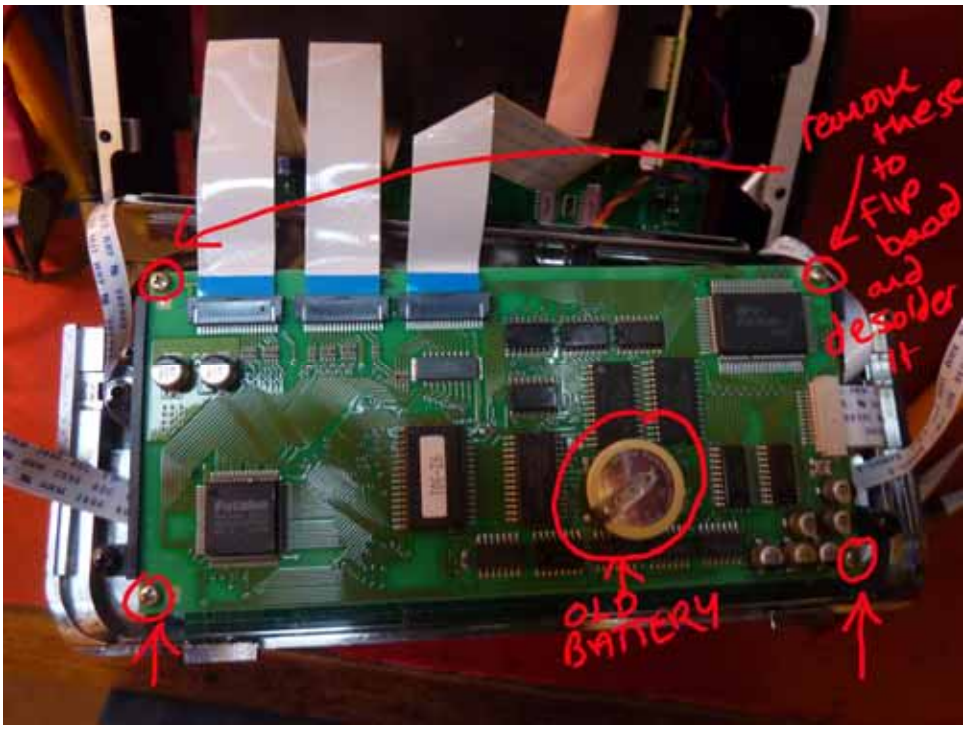

Figure 25 Removing the top PCB of the LCD Assembly
6. Remove the 4 screws retaining the top PCB of the LCD assembly (see Figure 25).